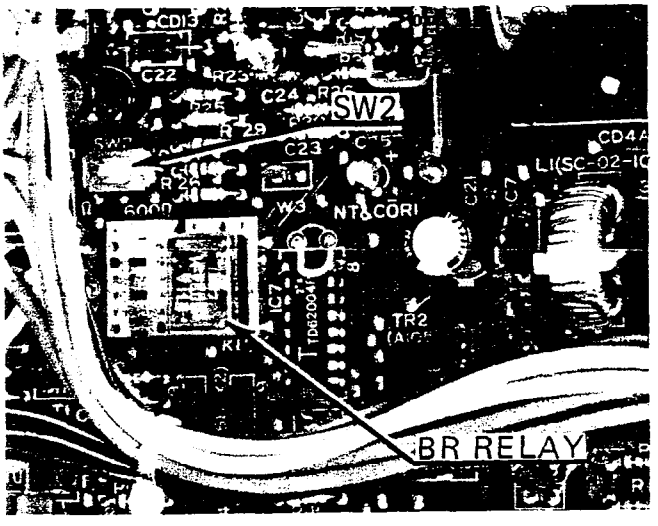

FIGURE 10
05.12 To equip either of the two relay service functions; obtain the optional relay from your Toshiba supplier and install it in the proper location on the MPRU, per Figure 10.
05.13 External page impedance is selected with the **SW2** switch located adjacent to the relay sockets on the MPRU (Figure 10). Decide if 8- or 600-ohm impedance is required, then make the selection by positioning the **SW2** switch to "8" or "600", whichever is required. Figure 10 shows the switch in the 8-ohm position.